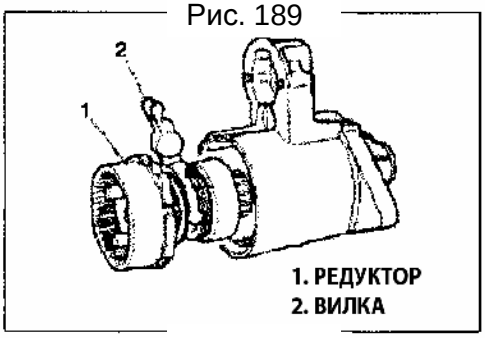

Рис. 190
5) Снимите вал в сборе вместе с вилкой (Рис. 190).